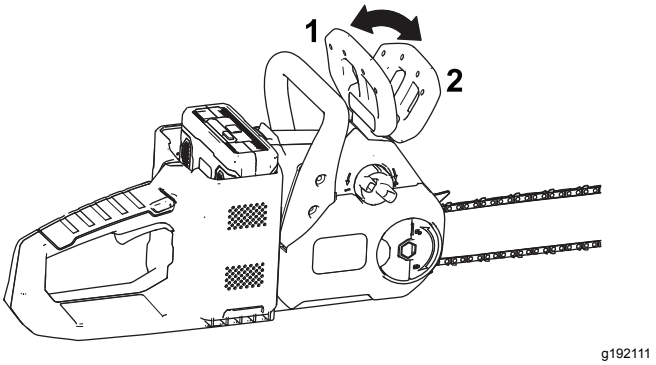

Figura 8
5. Asegúrese de que el freno de la cadena esté en la posición de MARCHA (Figura 8).
Cuando no use la sierra o la transporte desde o hacia el área de trabajo, mueva el freno de la cadena a la posición de PARADA (Figura 8).